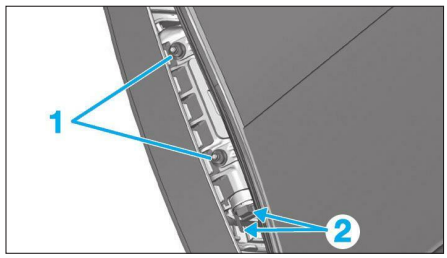

**Fig. 6**
• Déposer les écrous (1) et débrancher les connecteurs (2) **(Fig.6)**.